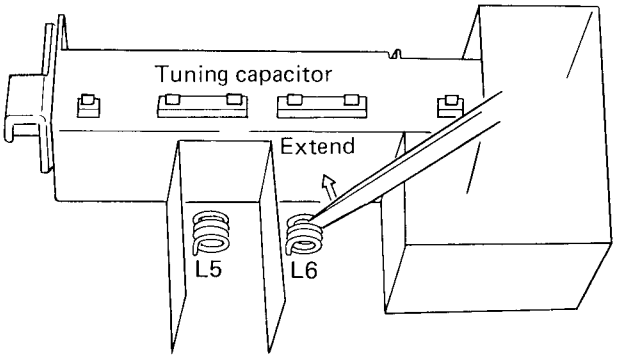

Fig. 8-2 Adjustment of the tuning coils
- L5 and L6 are coreless coils which may be adjusted by extending one turn of coil out towards tuning capacitor (see Fig. 8-2).